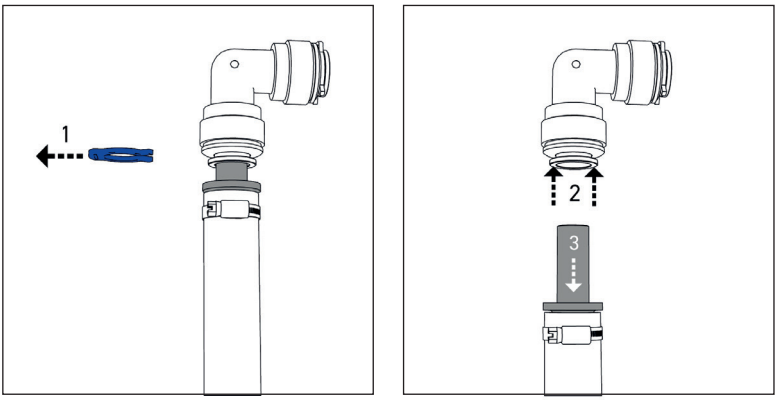

Abbildung 22
- Entfernen Sie die Wasserleitungen von den Wasseranschlüssen der UV-Einheit *(Abbildung 22)*. Entfernen Sie zuerst den Sicherungs-Ring (1). Das Halteelement mit den Fingern oder unter Zuhilfenahme einer Lösehilfe (z.B. Sicherungs-Ring) zurückdrücken und festhalten (2). Das eingesteckte Rohr/Schlauch kann nun entfernt werden (3).